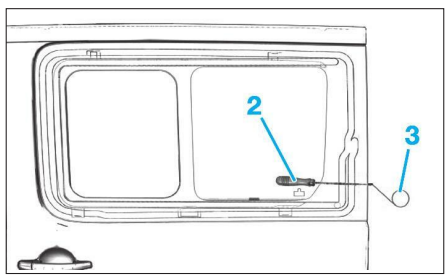

**FIG. 7**
• Passer l'alène (2) au travers le joint de l'intérieur vers l'extérieur **(Fig.7)**.
• Accrocher le fil tranchant (3) à l'alène à l'intérieur du véhicule.